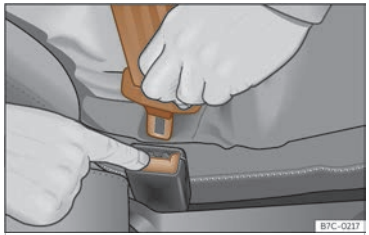

Fig. 21 Release the seat belt's latch plate.
- Press the red button on the buckle ››› **Fig. 21**. The latch plate is released from the buckle.